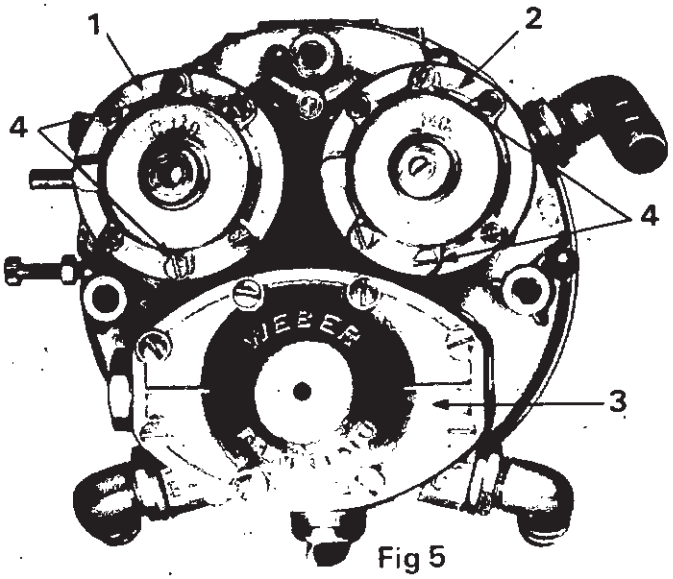

Fig 5
- du couvercle 1er stade (Fig. 5)
- défaire les quatre vis et ôter la soupape complète (Fig. 5)